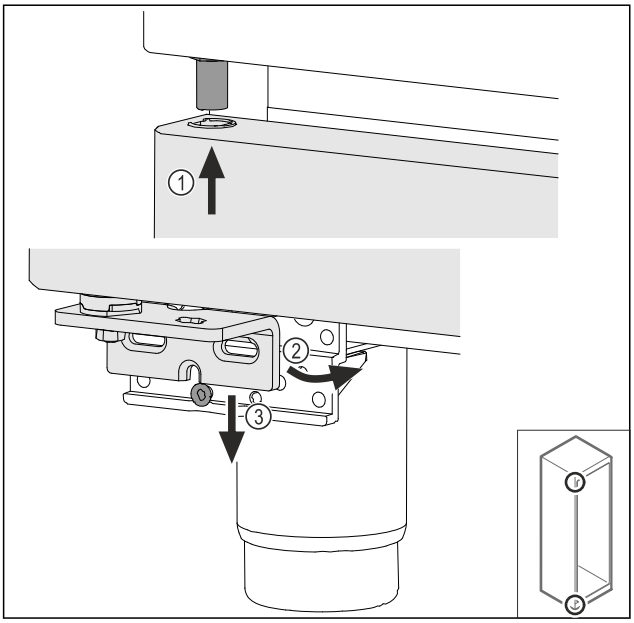

*Fig. 42*
▶ Așezați pe traseu ușa ușor basculată sus *Fig. 42 (1)*, aliniați dreaptă ușa *Fig. 42 (2)* și așezați jos pe șurubul suportului de lagăr *Fig. 42 (3)*.